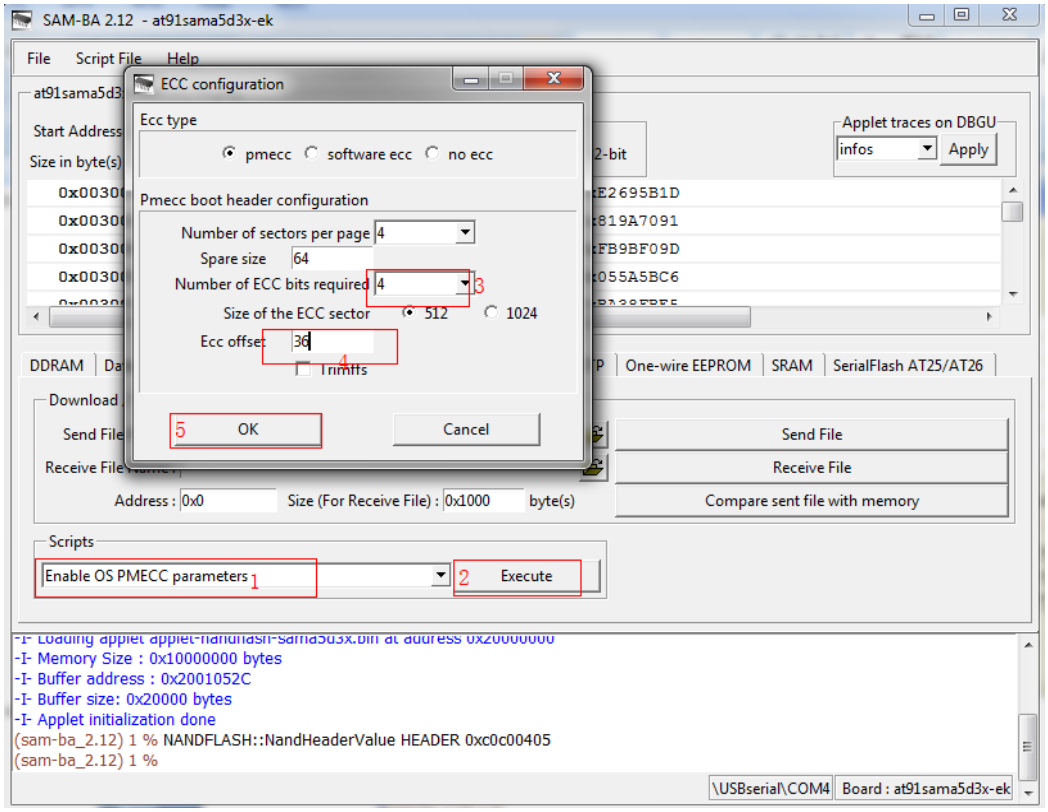

Figure 3-8
② Select **"Enable OS PMECC parameters"** in Scripts tab and then click "**Execute**", Settings refer to figure 3-8 (Note :do not select Trimffs):